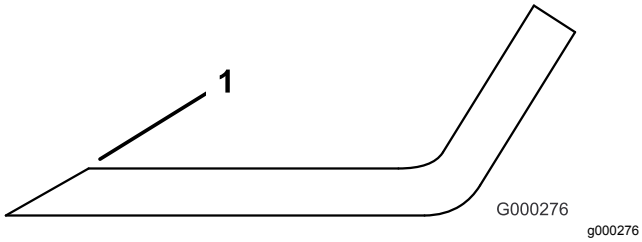

Figur 111
3. Kontrollera samtliga knivseggar. Slipa knivseggarna om de är slöa eller hackiga. Slipa endast skäreggens översta del och behåll den ursprungliga skärvinkeln för bästa skärpa (Figur 111). Kniven förblir balanserad om lika mycket metall avlägsnas från båda eggarna.